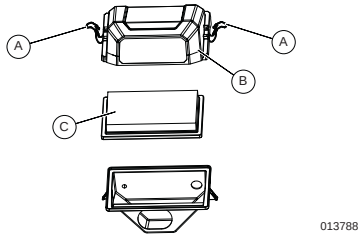

Figura 4-4. Conjunto de filtro de aire
1. Consulte ***Figura 4-4***. Suelte los seguros (a) y retire la cubierta del filtro de aire (B).
2. Retire el filtro (C). Golpee suavemente el filtro en una superficie sólida. Cámbielo si es necesario.